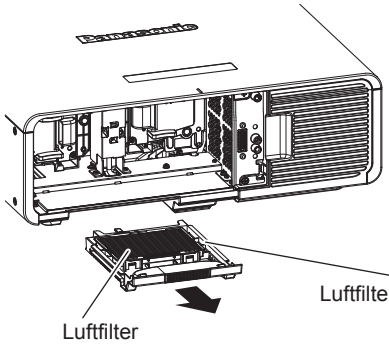

Abb. 2
2) Ziehen Sie das Luftfiltergehäuse heraus. (Abb. 2)